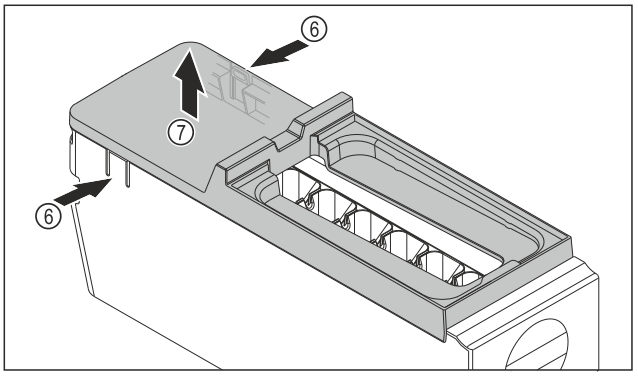

Fig. 146
▶ Udtagning af EasyTwist-Ice-legemets afdækning: Tryk på laskerne *Fig. 146 (6)* på begge sider af EasyTwist-Ice-legemet med den ene hånd.
▶ Tag afdækningen *Fig. 146 (7)* op og ud med den anden hånd.